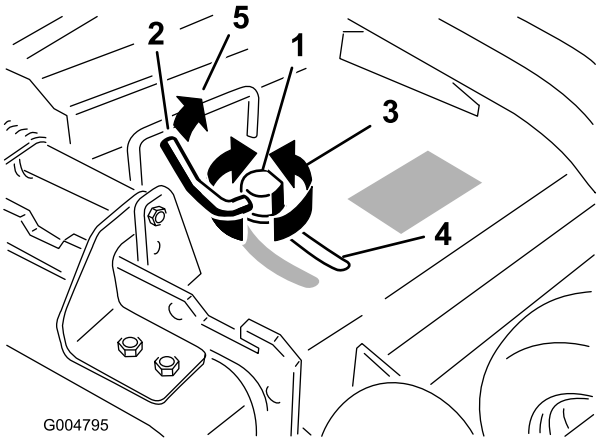

**Figure 18**
3. Pour régler le verrou à came, soulevez le levier pour desserrer le verrou (Figure 18).
5. Repoussez le levier à sa position d'origine pour serrer le déflecteur et le verrou (Figure 18).